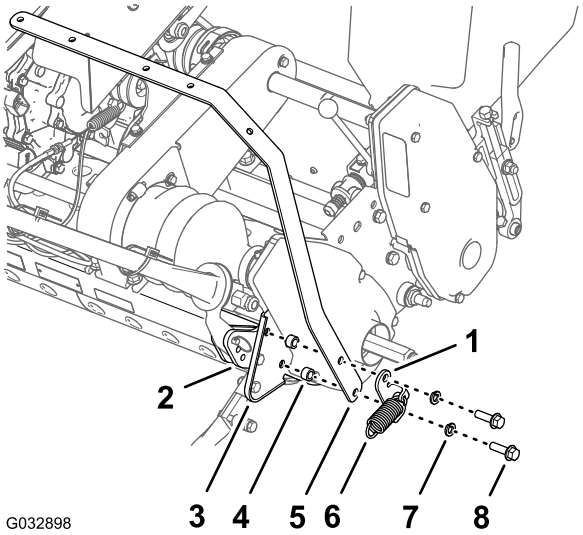

Figura 5
7. Monte el soporte de muelle y anclaje, el soporte derecho de la barra de luces, dos espaciadores y la placa lateral derecha a la zapata externa del bastidor trasero (Figura 5) con los dos pernos con arandela prensada (3/8 x 1¼") y las dos arandelas de freno (3/8") que retiró en el paso 6.